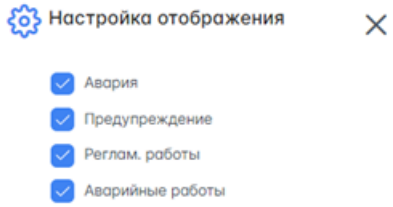

Рисунок 12 – Настройка отображения в блоке "Сводные данные" (фрагмент)
1) Нажать на символ ⚙ справа от названия требуемого блока, откроется окно настройки отображения (рисунок 12).